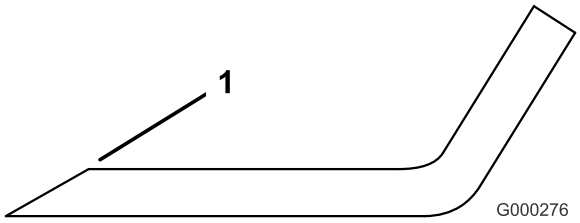

**Figur 81**
1. Bruk en fil til å slipe eggen i begge ender av kniven (Figur 81). Oppretthold den originale vinkelen. Kniven opprettholder balansen hvis like mye materiale fjernes fra begge kniveggene.